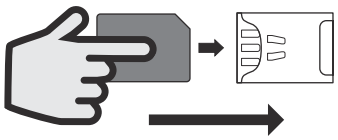
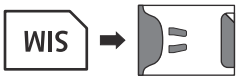

Fig. 29
Fig. 30
2. Carefully, using your index finger, guide the nano SIM right, see **Fig.29**, into the SIM holder, see **Fig.30**.